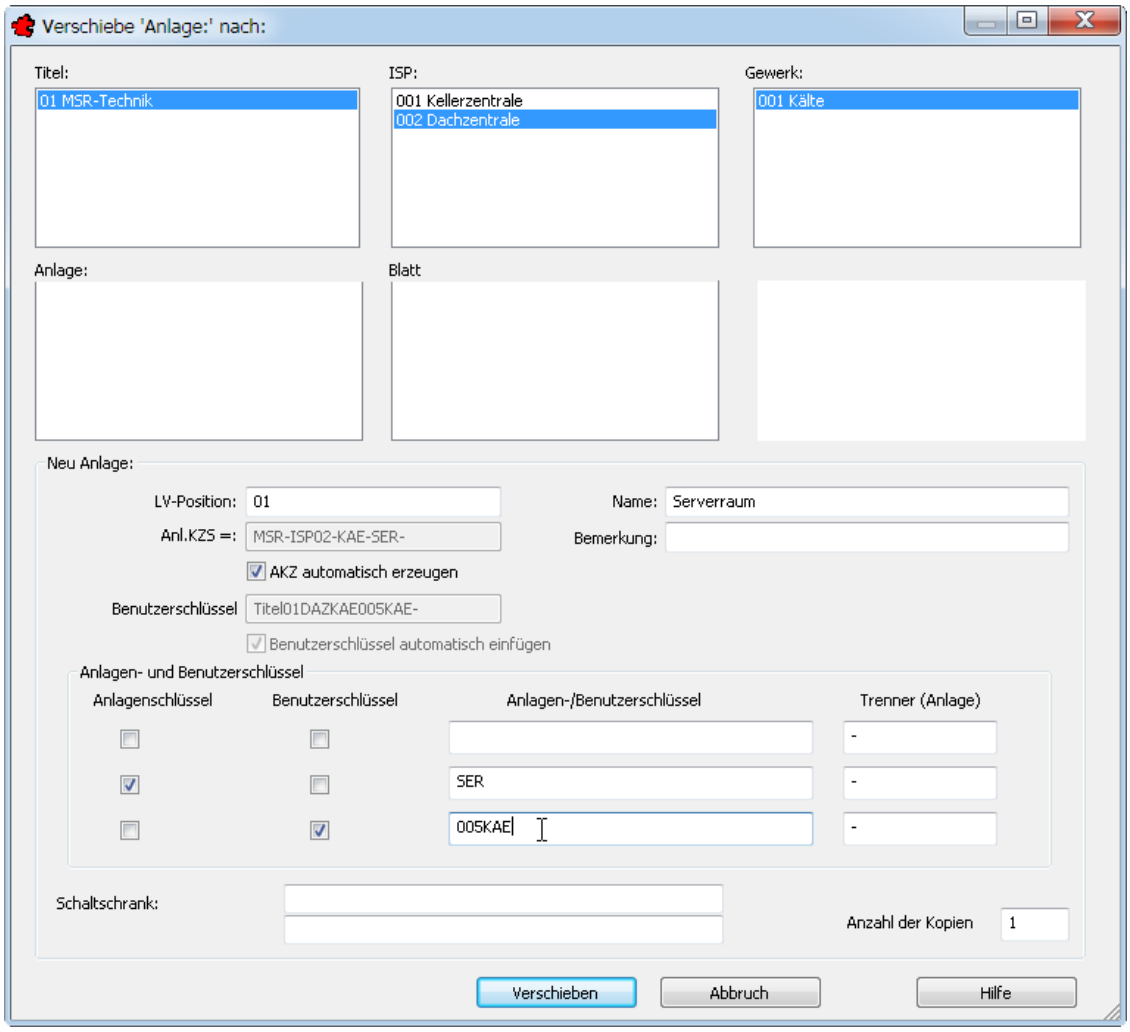

Bild 18.63 – Verschieben einer Anlage auf einen anderen ISP
- Daraufhin erscheint das Dialogfeld *Verschiebe Anlage nach*. Der *Serverraum* wird unter dem ISP *Kellerzentrale* angezeigt. Wählen Sie den ISP *Dachzentrale, Kälte* (Abb. 18.63).